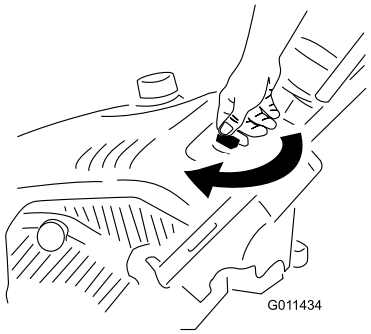

Figur 13
1. Drej tændingsnøglen med uret til positionen tændt (Figur 13).